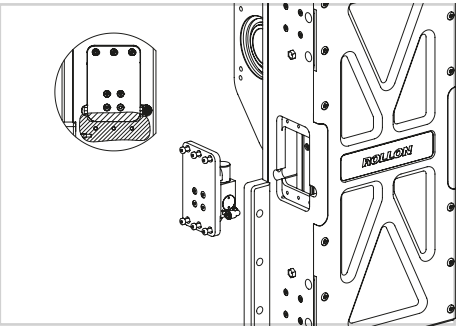

Fig. 24
4) Lors du montage de la plaque avec bloqueur, veillez à mettre la référence de la plaque en contact avec le chariot (voir la Fig. 24).